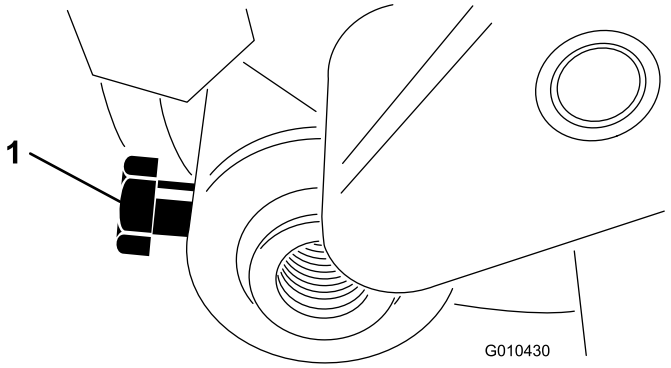

Figur 30
3. Løsne bolten som fester valseakselen til klippehøydearmen (Figur 30).